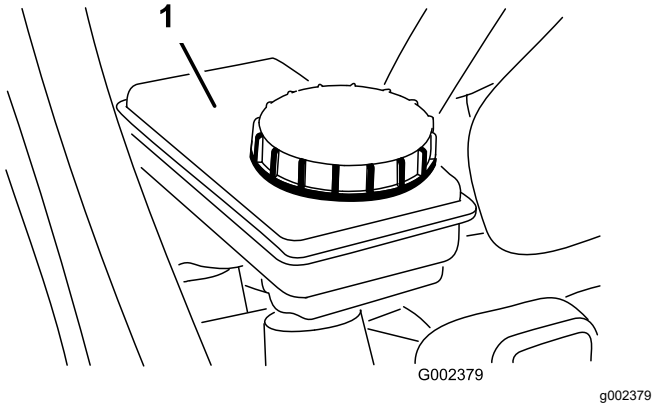

Figuur 24
2. Het vloeistofpeil moet tot aan de Vol-streep op het reservoir staan (Figuur 24).